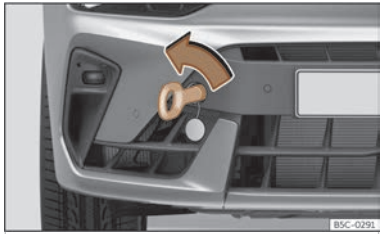

Fig. 224 Partie droite du pare-chocs avant : œillet de remorquage vissé.
- Vissez l'œillet de remorquage dans le logement en le faisant tourner au maximum **dans le sens inverse des aiguilles d'une montre** ››› **fig. 224** , ››› ⓘ. Utilisez un objet approprié pour visser fermement et entièrement l'œillet de remorquage dans son logement.